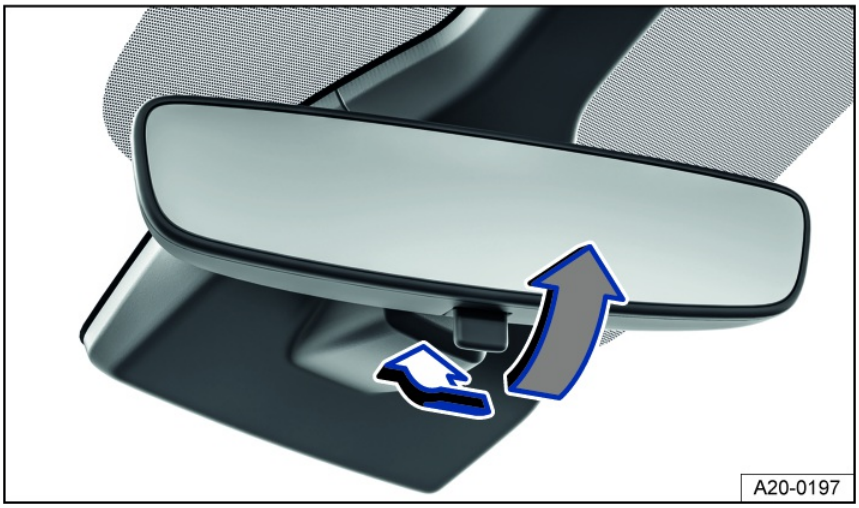

Fig. 79 On the windshield: manual dimming interior rearview mirror.
- To dim, pull the lever back *fig. 79*.